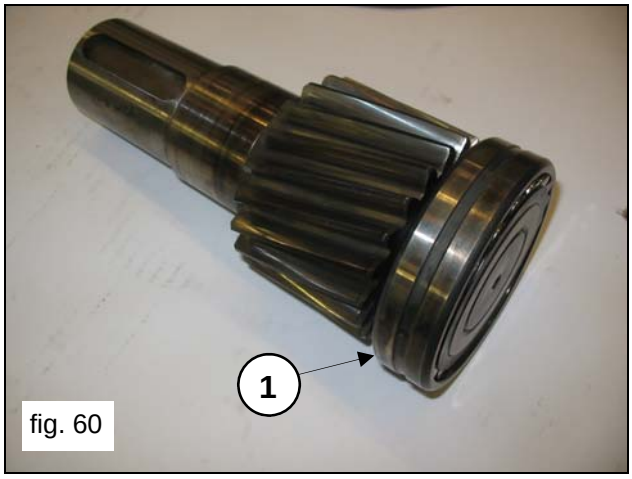
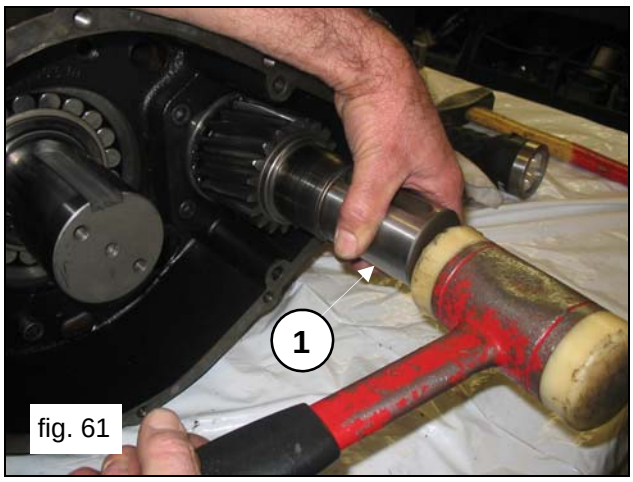

fig. 60
fig. 61
Preassemble the bearing on the pinion (pos.①, fig.60) and fully insert the pinion in the seat on the reducer case (pos.①, fig.61) by using a hammer.